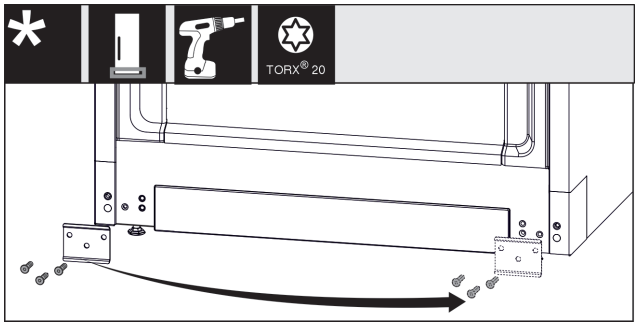

Fig. 13
▶ Открутите лист, переставьте на другую сторону и снова прикрутите. *Fig. 13 (1)*